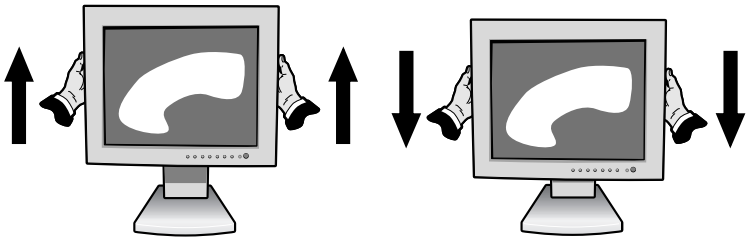

Figura RL.1
Para subir o bajar la pantalla, coloque una mano a cada lado del monitor y súbala o bájela hasta conseguir la posición deseada (**Figura RL.1**).
Para subir la pantalla, coloque una mano a cada lado del monitor y súbala hasta la máxima posición (**Figura RL.1**).
2. Coloque una mano a cada lado del monitor y levántelo hasta alcanzar la posición más alta (**Figura RL.1**).